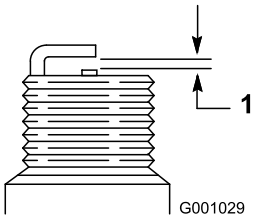

Figure 51
4. Set the gap between the electrodes on a new spark plug at 0.030 inch (0.76 mm) (Figure 51).